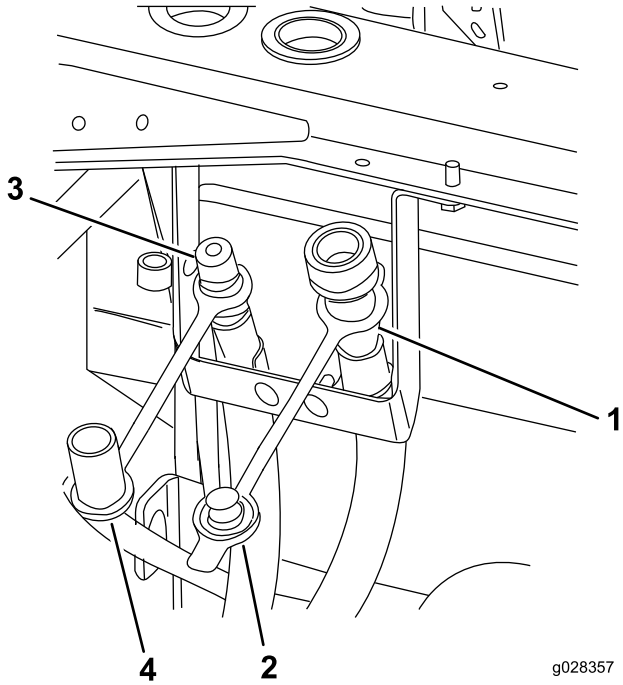

**Rysunek 10**
5. Zamocuj przewód ciśnieniowy do wspornika przegrody w lewej pozycji, używając obejmy „R”, śruby podsadzanej (1/4 cala) oraz nakrętki (1/4 cala) (Rysunek 10).
7. Zamocuj przewód powrotny do wspornika przegrody w prawej pozycji, używając obejmy „R”, śruby podsadzanej (1/4 cala) oraz nakrętki (1/4 cala) (Rysunek 10).